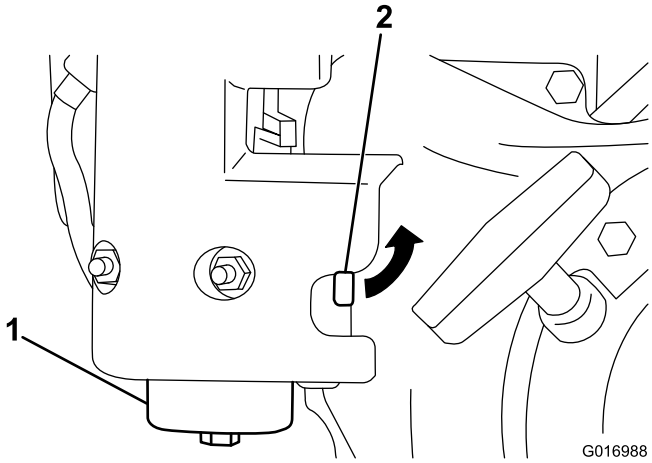

Figuur 28
1. Sluit de brandstofkraan en schroef de bak van de filterbehuizing (Figuur 28).